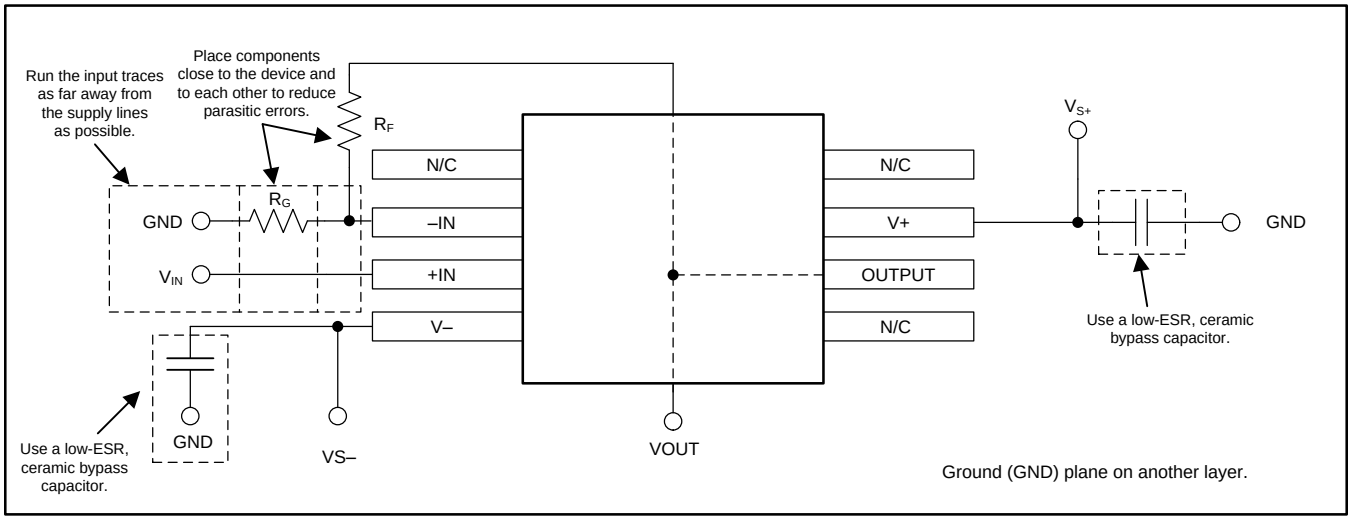

图 32. 同相配置的运算放大器电路板布局
- 外部组件的位置应尽量靠近器件。请让 R_F 和 R_G 接近反相输入，以便最大限度减小寄生电容（如图 32 中所示）。